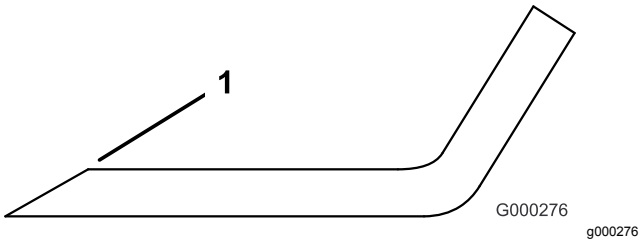

Figuur 111
1. Gebruik een vijl om de snijranden aan beide uiteinden van het mes te slijpen (Figuur 111).
Opmerking: Als het mes niet in balans is, moet u wat metaal afvijlen van het uiteinde van de vleugel (Figuur 111).